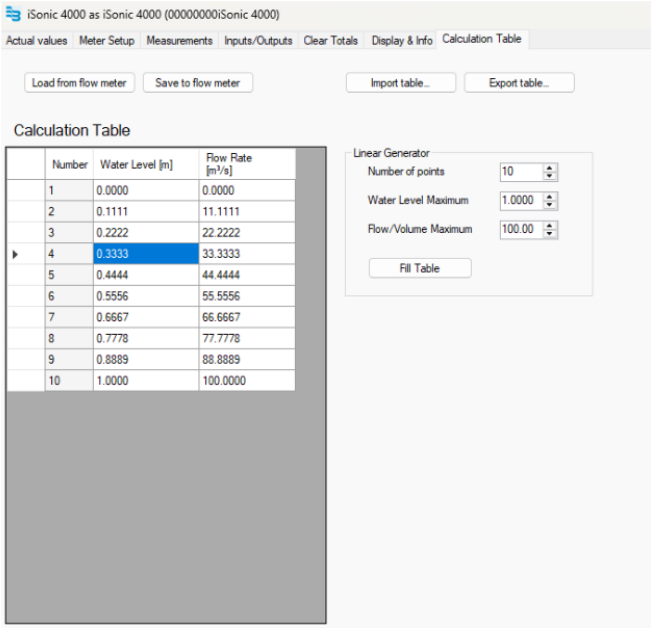

Figure 5: Changing water level and/or flow rate values
d. If desired, click on any water level or flow rate value to make a change. Enter the new value. See *Figure 5*.